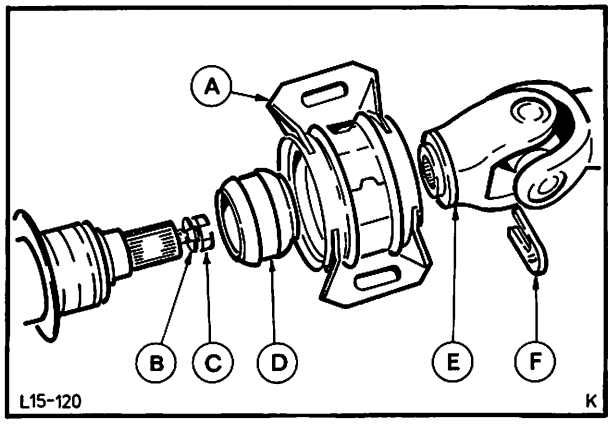

Abb. 187 Einzelteile – Gelenkwelle
5. Hohlräume zwischen Kugellager und Schutzkappen, Abb. 187, mit Fett lt. FORD-Spezifikation S-M1C 4515-A füllen und Kugellager samt Schutzkappen mit einem geeigneten Rohrstück auf die Welle treiben.